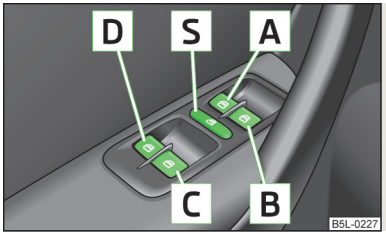
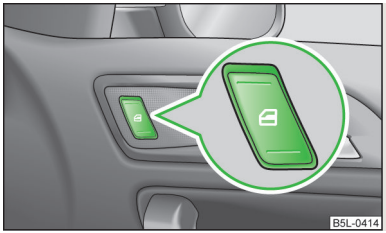

Fig. 19
Fig. 20
- It is recommended to deactivate the electrically operated power windows in the rear doors (safety pushbutton) S » Fig. 19 on page 36 when children are being transported on the rear seats.
The buttons for the individual windows are located in the armrest of the driver's door » Fig. 19, front passenger seat and in the rear doors » Fig. 20 on page 37.
Buttons for the power windows » Fig. 19.
The buttons for power windows in the rear doors can be deactivated by pressing the safety pushbutton S » Fig. 19. The buttons for the power windows in rear doors are activated again by pressing the safety pushbutton S again.